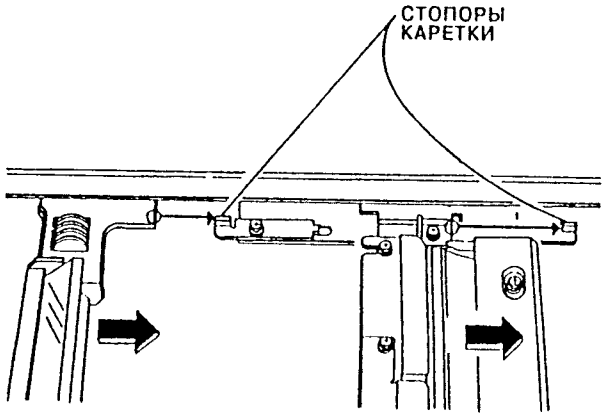

Рис. 1. Позиционирование кареток
2. Передвиньте каретки в показанном направлении так, чтобы они уперлись в стопоры кареток (смотрите Рис. 1).